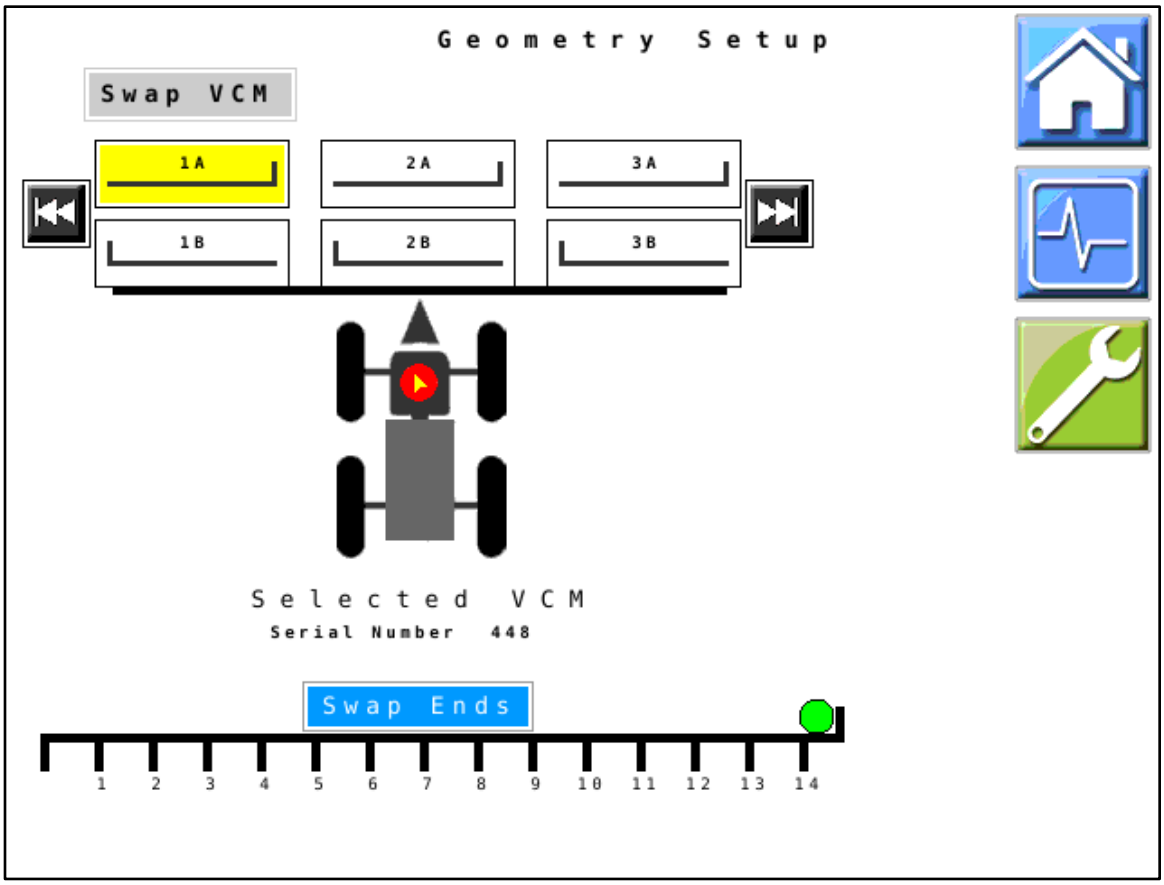

Figure 4 — Geometry Setup
5. *Figure 4:* VCMs must be in the correct order and orientation on the boom. If there is only one VCM connected to a hub CAN channel, use the **Swap Ends** icon Swap Ends with that VCM highlighted to orient the VCM correctly on the boom. VCMs can be mounted with the tube towards the center of the machine (green dot) and the pigtail running towards the outside tip, or vice versa.